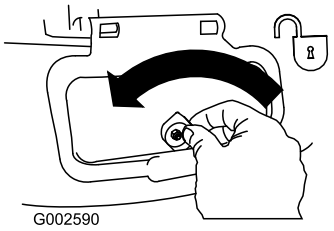

Figur 31
1. Lossa sidoutkastarluckan (Figur 31).